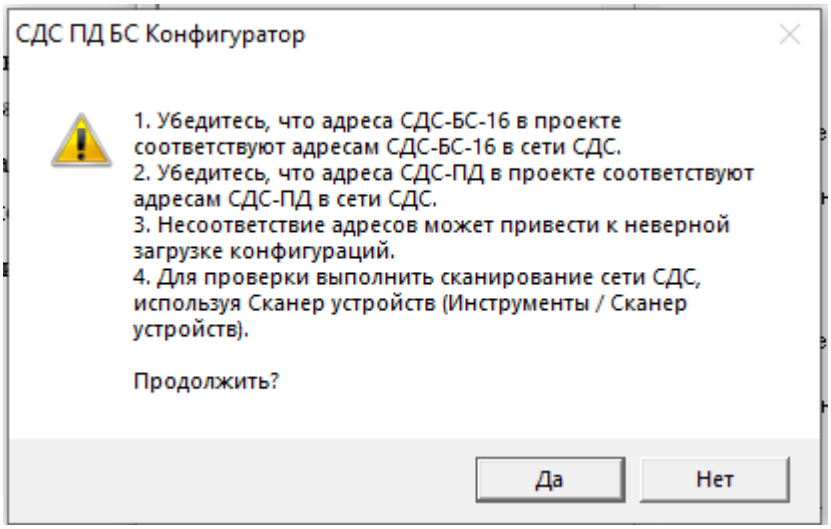

Рис.5.1
5.3 Для загрузки проекта в оборудование выбрать вкладку «Файл» и в ней «Сохранить проект В СДС». После выбора «Сохранить проект В СДС» появиться окно с предупреждением, чтобы еще раз проверили верность подготовленной сети СДС рис. 5.1.